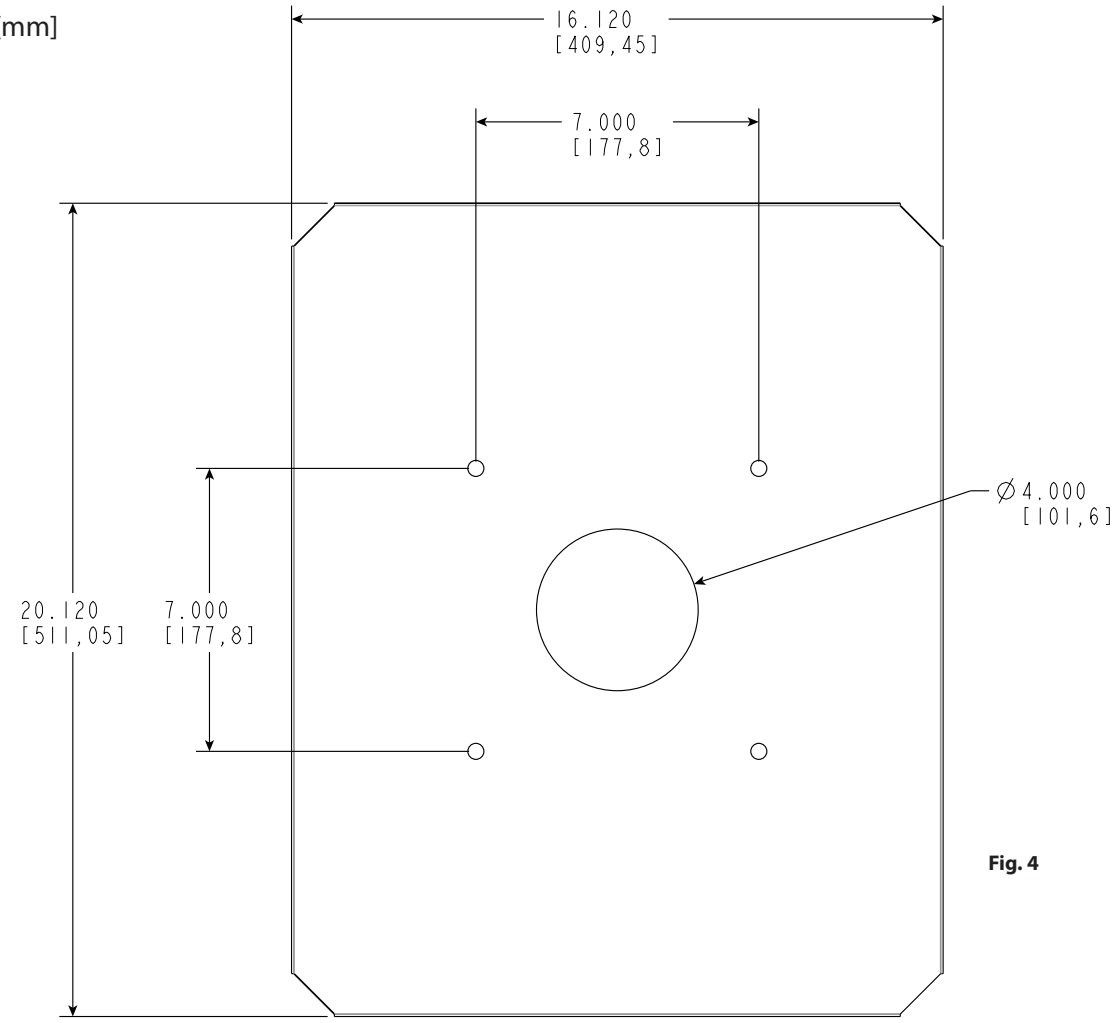

Fig. 4
5. See **Fig. 4** for dimensions of **RETROPLATE** and hole distances. Use the appropriate mounting hardware to mount **RETROPLATE** and **MASI** to **Canopy Deck**. Be sure gasket is properly seated.